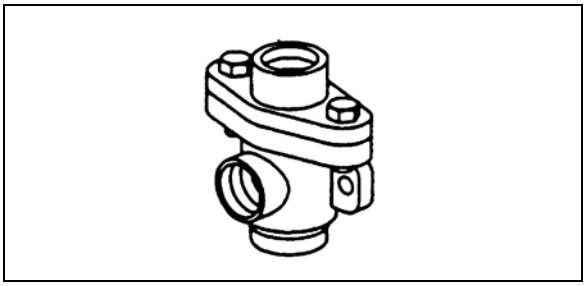

FIGURE 20: DC-4 12134
At each pad replacement, make sure the caliper operates smoothly over its full range of movement. If the caliper shows the following signs, replacement of the guide sleeve (6c, fig 20), guide pin, screw (39) and cap is required.